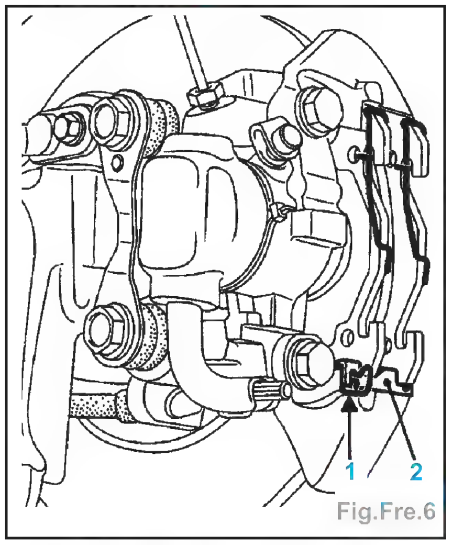

Fig.Fre.6
- l'agrafe (1) (Fig.Fre.6),
- la clavette (2),